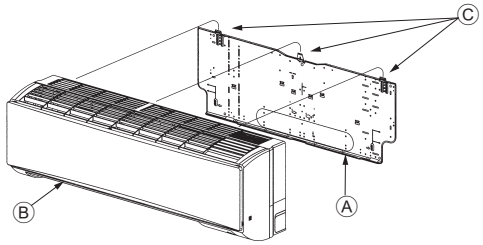
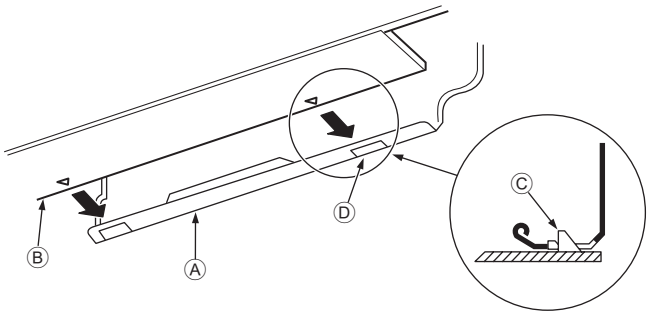
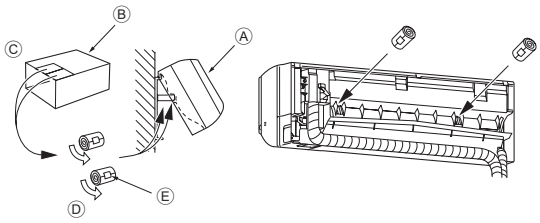

**Fig. 3-14**
**Fig. 3-15**
**Fig. 3-16**
1. Fixer la planche d’installation ① au mur.
**Tuyauterie arrière, droite et inférieure (Fig. 3-14)**
3. Lors de l’insertion du tuyau de réfrigérant et le tuyau d’écoulement dans l’orifice mural d’insertion (manchette de pénétration), accrocher la partie supérieure de l’appareil intérieur sur la planche d’installation ①.
5. Fixer en poussant la partie inférieure de l’appareil intérieur sur la planche d’installation ①. (Fig. 3-15)
* Vérifier que les boutons en bas de l’appareil intérieur sont correctement maintenus sur la planche d’installation ①.
- Ⓐ Planche d’installation ①
**Tuyauterie gauche et arrière gauche (Fig. 3-16)**